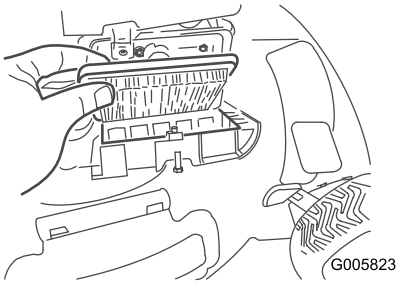

Rysunek 35
3. Wymień filtr powietrza (Rysunek 35).